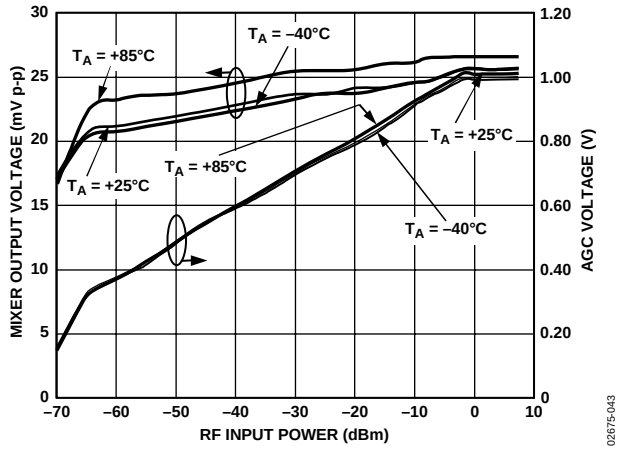
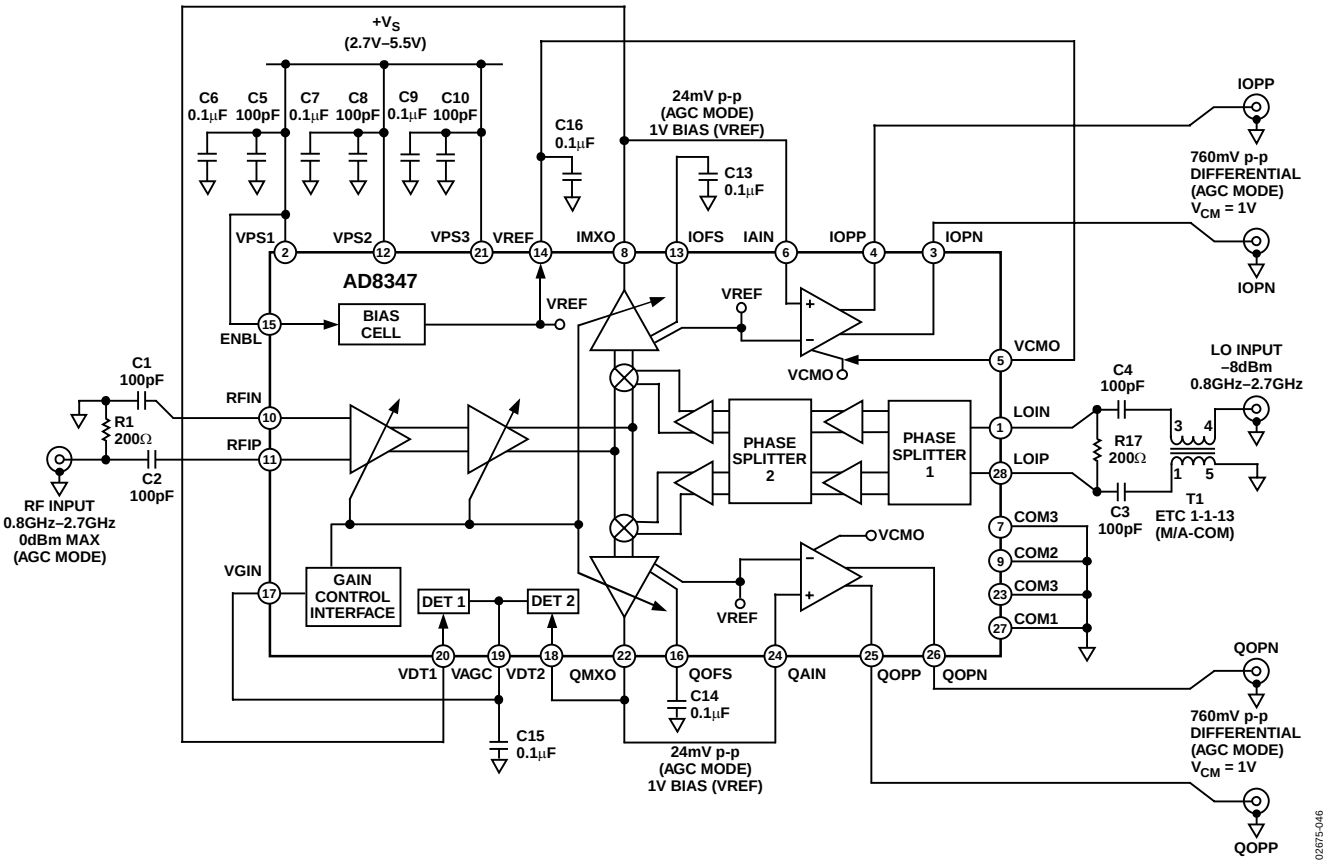
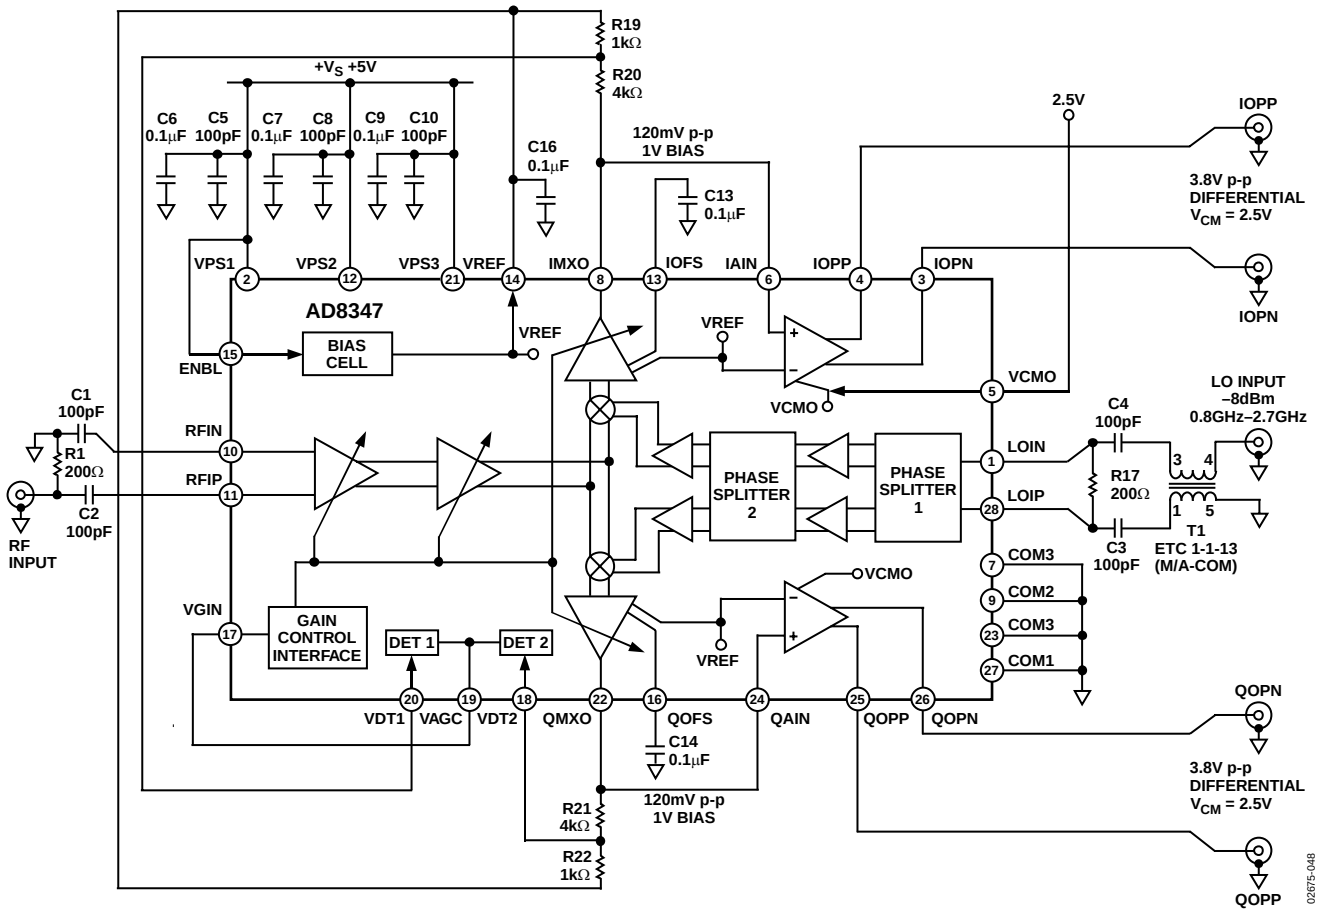

Figure 34. AGC Voltage and Mixer Output Level vs. RF Input Power, F_{LO} = 1900 MHz, F_{BB} = 1 MHz, V_S = 5 V
Figure 46. Basic Connections
Figure 48. Adjusting AGC Level to Increase Baseband Amplifier Output Swing
The basic connections for operating the AD8347 are shown in Figure 46. The device is powered through three power supply pins: VPS1, VPS2, and VPS3. These pins supply current to different parts of the overall circuit. VPS1 and VPS2 power the local oscillator (LO) and RF sections, respectively, while VPS3 powers the baseband amplifiers. Connect all of these pins to the same supply voltage; however, separately decouple each pin using two capacitors. 100 pF and 0.1 μF capacitors are recommended, though values close to these can be used.
For optimum performance, the LO inputs, LOIN and LOIP, should be driven differentially; the M/A-COM balun, ETC1-1-13 is recommended. Unless an ac-coupled transformer is used to generate the differential LO, the inputs must be ac-coupled, as shown in Figure 46. To improve broadband matching to a 50 Ω source, connect a 200 Ω shunt resistor between LOIP and LOIN.
The connections for operating in this mode are shown in Figure 46. The two mixer outputs are connected to Detector Input VDT1 and Detector Input VDT2. The summed detector output drives an internal integrator which, in turn, delivers a gain correction voltage to the VAGC pin. A 0.1 μF capacitor from VAGC to ground sets the dominant pole of the integrator circuit. VAGC, which should be connected to VGIN, adjusts gain until an internal threshold is reached. This threshold corresponds to a level at the IMXO and QMXO pins of approximately 8.5 mV rms. This level changes slightly as a function of RF input power (see Figure 34). For a CW (sine wave) input, this corresponds to approximately 24 mV p-p. If this signal is applied directly to the subsequent baseband amplifier stage, the final baseband output is 760 mV p-p differential. See the Baseband Amplifiers section.
The AGC circuit can be easily set up to level at voltages higher than the nominal 24 mV p-p, as shown in Figure 48. The voltages on Pin IMXO and Pin QMXO are attenuated before being applied to the detector inputs. In the example shown, an attenuation factor of 0.2 (−14 dB) between IMXO and QMXO and the detector inputs causes the VGA to level at approximately 120 mV p-p (note that the resistor divider network must be referenced to V_{VREF}). This results in a peak-to-peak output swing at the baseband amplifier outputs of 3.8 V differential, that is, 1.6 V to 3.4 V on each side. Note that V_{VCMO} has been increased to 2.5 V to avoid signal clipping at the baseband outputs. Due to the attenuation between the mixer output and the detector input, the variation in the settled mixer output level vs. RF input power will be greater than the variation shown in Figure 34. The variation will be greater by a factor equal to the inverse of the attenuation factor.
The single-ended input signal to the baseband amplifiers is applied at IAIN and QAIN, the high impedance inputs. As shown in Figure 46, the baseband amplifier operates internally as a differential amplifier, with the second input driven by V_{VREF}. Therefore, bias the input signal to the baseband amplifier at V_{VREF}.